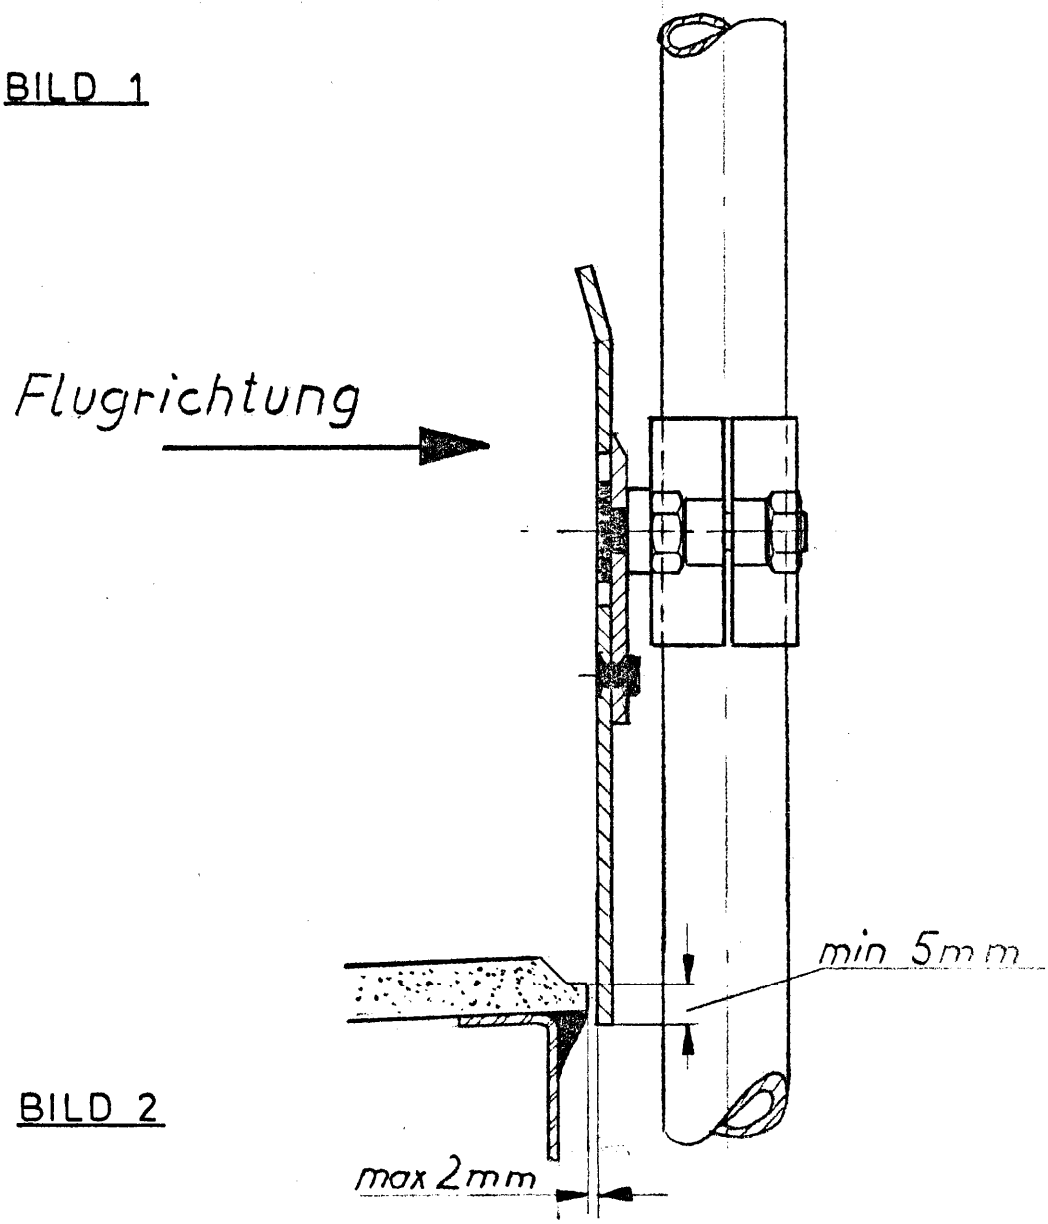

BILD 2
5. In die Halbschalen der Bremsklappenbefestigungsschellen mit M5 und M6 Gewinde zuerst die M5-Schraube von außen eindrehen und festziehen. Auf die M6-Schraube mit Flachkopf SW 13 wird dann die Annietscheibe mit der schrägen Schnittfläche in Flugrichtung (Bild 2) geschoben und die M6-Schraube so festgezogen, daß die Annietscheibe noch 0,1 bis 0,2 mm Spiel hat (Bild 3).
a) Im voll ausgefahrenen Zustand (der Anschlag erfolgt dabei in (C), siehe Übersicht I) muß die untere Kante der Bremsklappe mindestens 5 mm unter der Auflagefläche des Bremsklappendeckels liegen (Bild 2)
1. Bremsklappengestänge von den im Rumpf befindlichen Umlenkhebeln entkoppeln. Bremsklappen ausfahren. Im voll ausgefahrenen Zustand erfolgt jetzt der Anschlag in (C), siehe Übersicht I. Das untere Bremsklappenblech soll leicht an der Stirnseite der Auflagefläche für den Bremsklappendeckel anliegen und nicht mehr als 2mm davon entfernt sein. Die untere Kante des Bremsklappenbleches muß mindestens 5 mm unter die Auflagefläche des Bremsklappendeckels reichen (Bild 2).